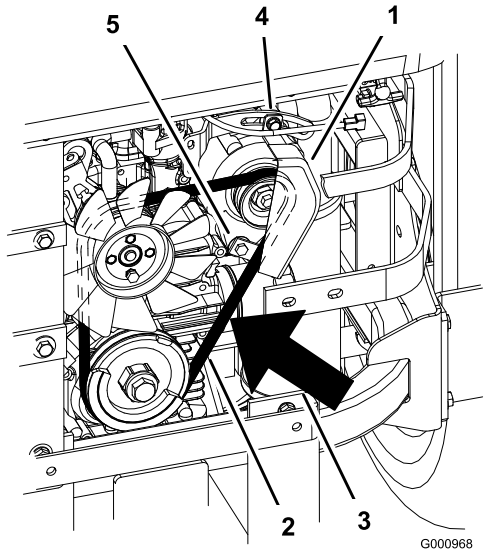

Figuur 65
7. Draai de onderste bout los en verwijder de bovenste bout waarmee de wisselstroomdynamo en de kap vastzitten (Figuur 65).
9. Leg de nieuwe riem rond de poelies en de wisselstroomdynamo (Figuur 65).
14. Draai de onderste bout vast en monteer de bovenste bout waarmee de wisselstroomdynamo en de kap vastzitten (Figuur 65).
2. Beweeg de wisselstroomdynamo naar buiten totdat de riem tussen de motor en de poelies van de wisselstroomdynamo een speling van 7–9 mm heeft als deze wordt ingedrukt met een kracht van 10 kgf (Figuur 65).
5. Als de speling correct is, draait u de onderste en bovenste bout vast (Figuur 65).